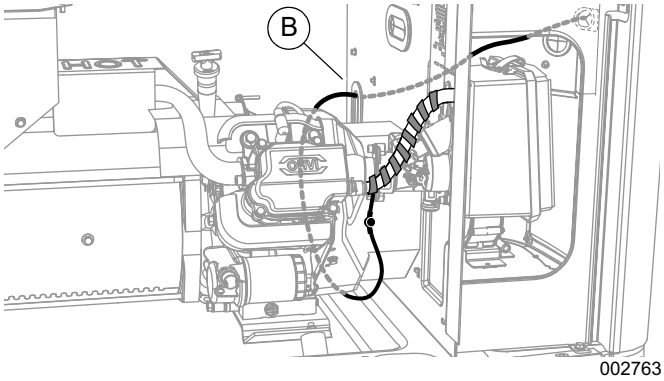

Figura 4. Pasar los cables del calentador (Serie 400)
2. Consulte la ***Figura 4***. Pase los cables conductores por debajo y detrás del motor tal y como se muestra.